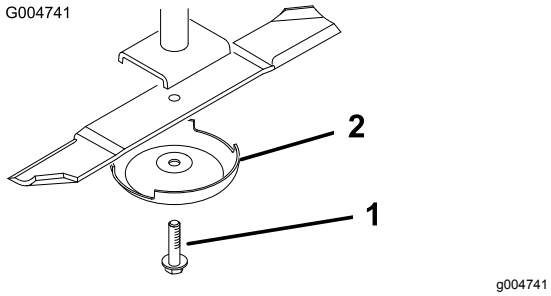

Figuur 109
3. Verwijder de mesbout, de antiscalpeercup en het mes van de as (Figuur 109).